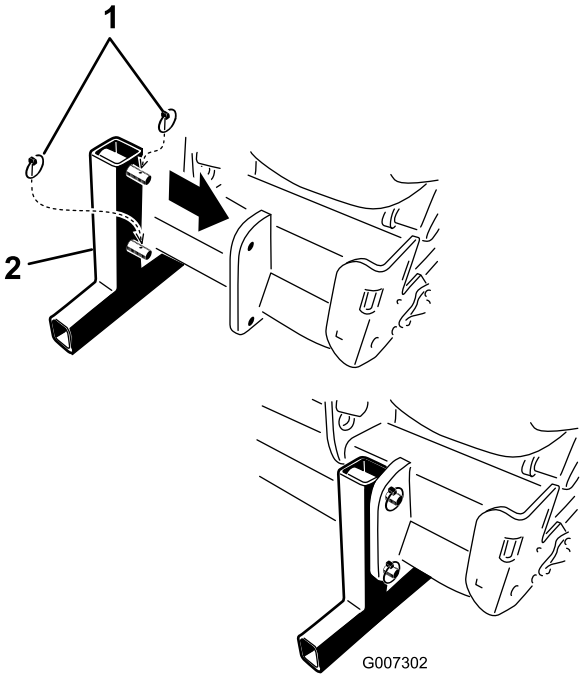

Figuur 39
5. Plaats de opslagstanders en bevestig deze aan de beluchter met lynchpennen (Figuur 39).